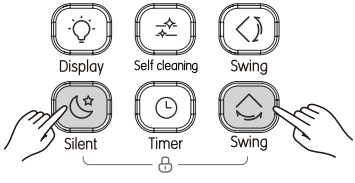

Рисунок 3.19
1) Одновременно нажмите кнопки и , чтобы активировать блокировку (см. Рисунок 3.19). На экране появится значок замка.